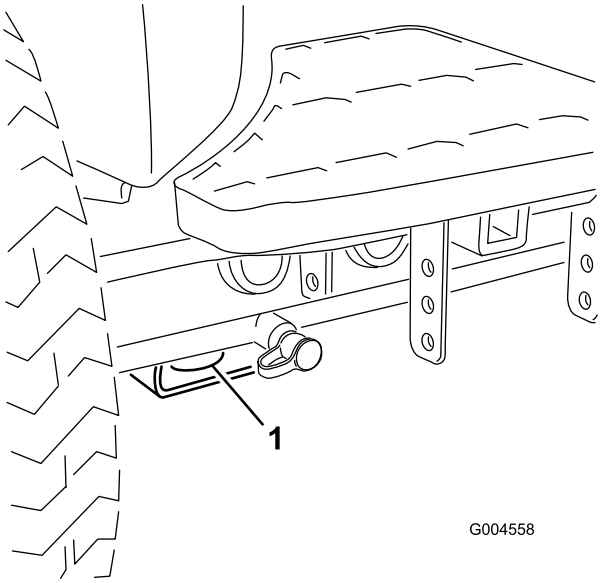
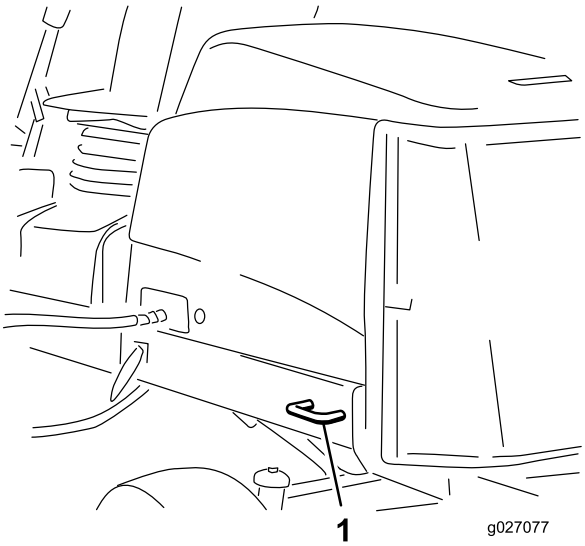

Figuur 37
Figuur 38
- Voor – de opening in het rechthoekige blok, onder de asbuis, aan de binnenzijde van beide voorwielen (Figuur 37).
- Achter – Beide zijden van het achterframe van de machine (Figuur 38).
5. Gebruik de metalen bevestigingspunten op de machine om de machine goed te bevestigen op de aanhangwagen of de vrachtwagen met banden, kettingen, kabels of touwen (Figuur 37 en Figuur 38).
- Voor – de opening in het rechthoekige blok, onder de asbuis, aan de binnenzijde van beide voorwielen (Figuur 37)
- Achter – Beide zijden van het achterframe van de machine (Figuur 38)